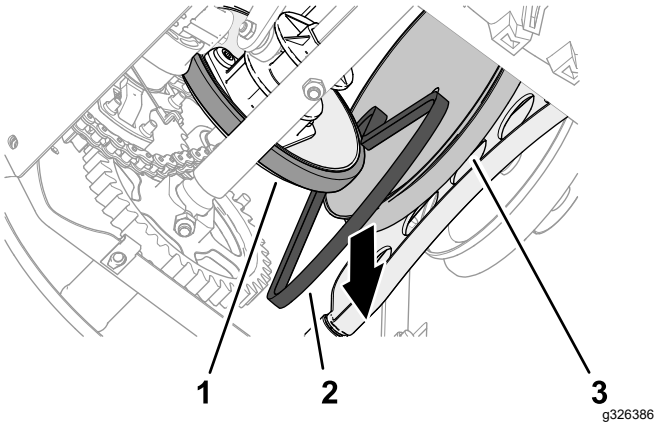

Figur 48
7. Før trekkremmen mellom det bakre sporet i trekkremskiven, og fjern remmen fra maskinen (Figur 48).